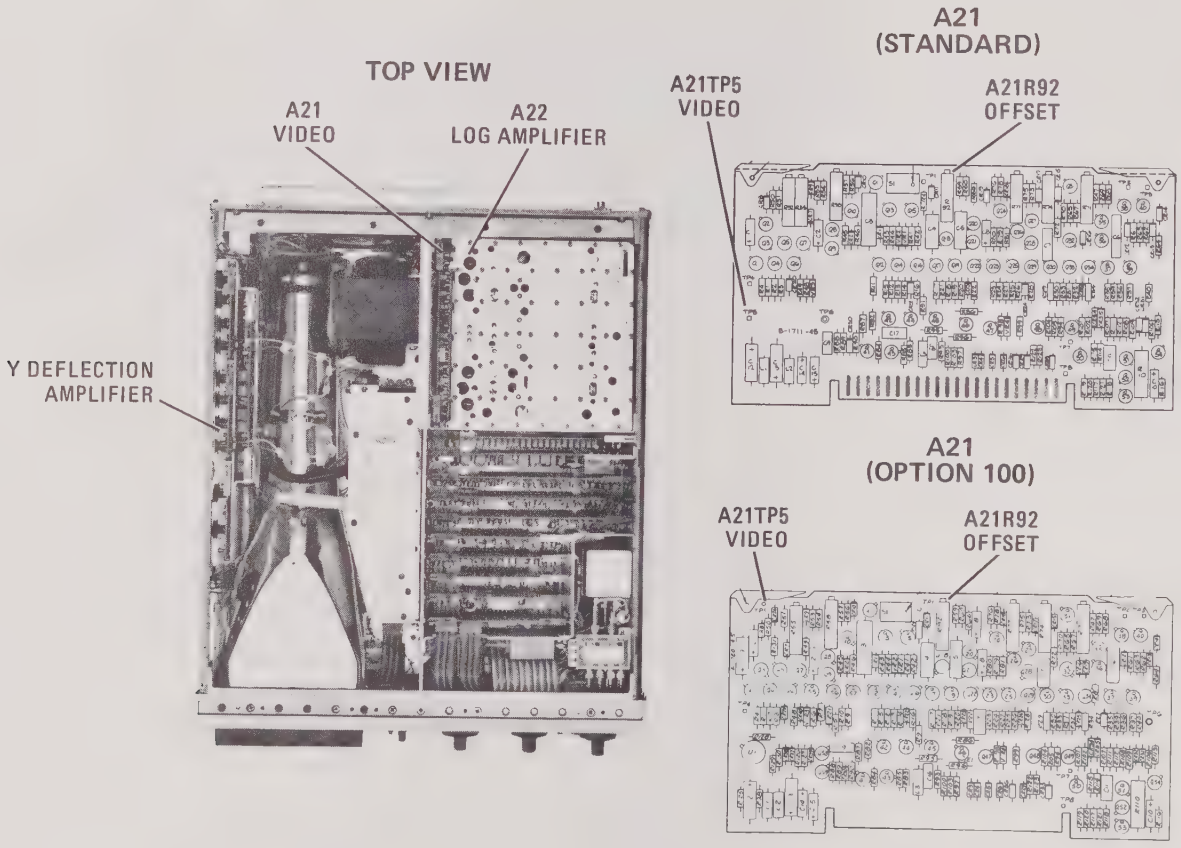

Figure 5-19. Video Offset Adjustment Locations
f. Adjust A5R27 GAIN (Figure 5-19) to set signal level on REFERENCE LEVEL graticule line.
Crystal Short (Qty 3)	See Figure 5-19